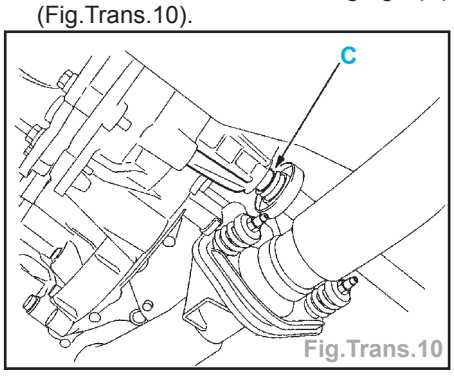

Fig.Trans.10
• mettre le déflecteur dans sa gorge (C) (Fig.Trans.10).